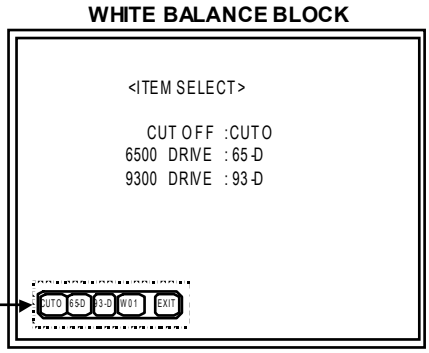

Fig.8
①In the <BLOCK SELECT> screen, press the **CONTRAST/BRIGHT** key.
②Then WHITE BALANCE menu screen is displayed (Fig. 8).
③In this case, key function is replaced as shown below. There are several modes of WHITE BALANCE adjustment. Select the various WHITE BALANCE mode from this menu screen.
④Press the **MENU** key few times, then exit from the WHITE BALANCE BLOCK screen to return to the <BLOCK SELECT> screen.